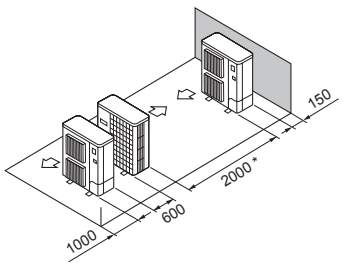

Fig. 2-17
(5) Disposizione di unità singole parallele (Fig. 2-17)